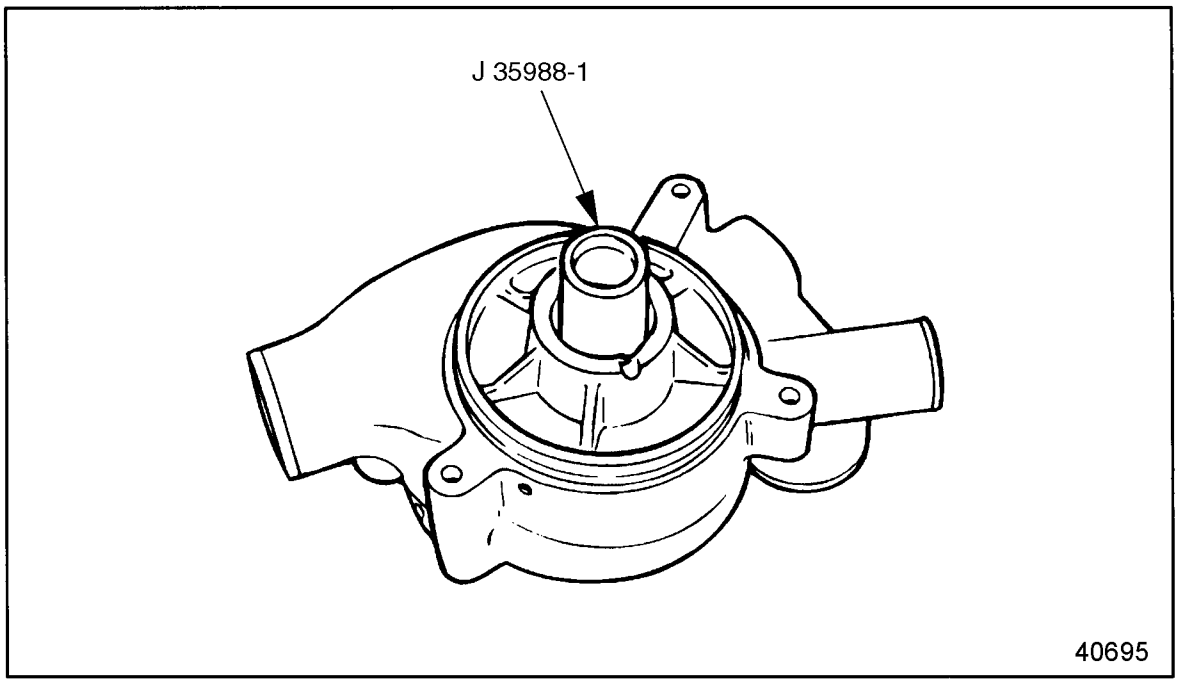

Figure 4-21 Oil Seal Installation (GCM)
3. Place the small end of tool J 35988-1, part of tool set J 35988-D, into the water pump housing until it contacts the oil seal. See Figure 4-21.